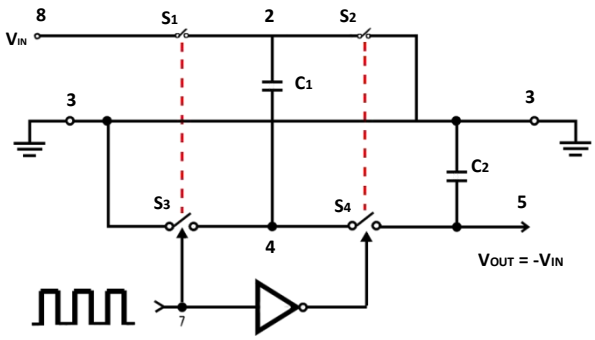
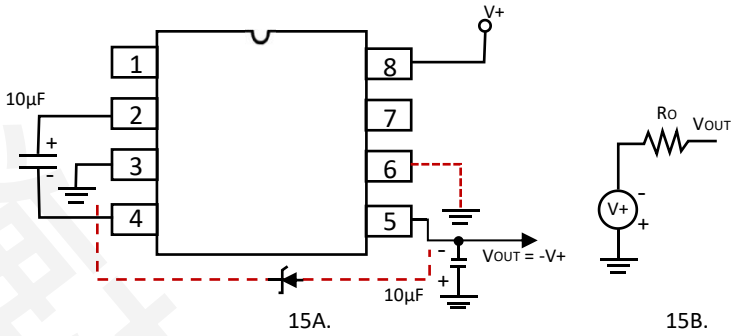
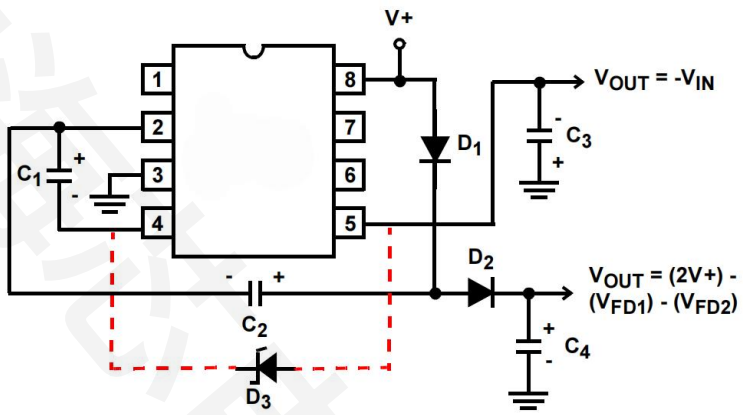
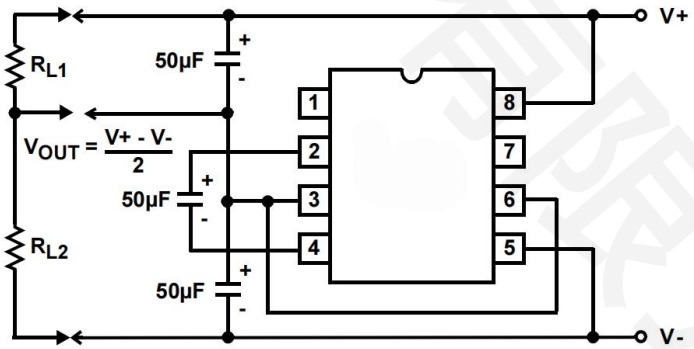

FIGURE 14. IDEALIZED NEGATIVE VOLTAGE CONVERTER
FIGURE 15. SIMPLE NEGATIVE CONVERTER AND ITS OUTPUT EQUIVALENT
FIGURE 19. COMBINED NEGATIVE VOLTAGE CONVERTER AND POSITIVE DOUBLER
FIGURE 20. SPLITTING A SUPPLY IN HALF
The ICL7660AIBAZA-T-HX contain all the necessary circuitry to complete a negative voltage converter, with the exception of two external capacitors, which may be inexpensive 10µF polarized electrolytic types. The mode of operation of the device may best be understood by considering Figure 14, which shows an idealized negative voltage converter. Capacitor C1 is charged to a voltage, V+, for the half cycle, when switches S1 and S3 are closed. (Note: Switches S2 and S4 are open during this half cycle). During the second half cycle of operation, switches S2and S4are closed, with S1 and S3 open, thereby shifting capacitor C1 to C2 such that the voltage on C2 is exactly V+, assuming ideal switches and no load on C2. The ICL7660AIBAZA-T-HX approach this ideal situation more closely than existing non-mechanical circuits.
In the ICL7660AIBAZA-T-HX, the four switches of Figure 14 are MOS power switches; S_1 is a P-Channel device; and S_2, S_3 and S_4 are N-Channel devices. The main difficulty with this approach is that in integrating the switches, the substrates of S_3 and S_4 must always remain reverse biased with respect to their sources, but not so much as to degrade their "ON"resistances. In addition, at circuit start-up, and under output short circuit conditions (V_{OUT} = V+), the output voltage must be sensed and the substrate bias adjusted accordingly. Failure to accomplish this would result in high power losses and probable device latch-up.
where V_1 and V_2 are the voltages on C_1 during the pump and transfer cycles. If the impedances of C_1 and C_2 are relatively high at the pump frequency (see Figure 14) compared to the value of RL, there will be a substantial difference in the voltages, V_1 and V_2. Therefore it is not only desirable to make C_2 as large as possible to eliminate output voltage ripple, but also to employ a correspondingly large value for C_1 in order to achieve maximum efficiency of operation.
The majority of applications will undoubtedly utilize the ICL7660AIBAZA-T-HX for generation of negative supply voltages. Figure 15 shows typical connections to provide a negative supply where a positive supply of +1.5V to +12V is available. Keep in mind that pin 6 (LV) is tied to the supply negative (GND) for supply voltage below 3.5V.
The output characteristics of the circuit in Figure 15 can be approximated by an ideal voltage source in series with aresistance as shown in Figure 15B. The voltage source has a value of -(V+). The output impedance (RO) is a function of the ON resistance of the internal MOS switches (shown in Figure 14), the switching frequency, the value of C1 and C2, and the ESR (equivalent series resistance) of C1 and C2. A good first order approximation for R O is shown in Equation 2:
Figure 19 combines the functions shown in Figure 15 and Figure 18 to provide negative voltage conversion and positive voltage doubling simultaneously. This approach would be suitable, for example, for generating +9V and -5V from an existing +5V supply. In this instance, capacitors C1 and C_3 perform the pump and reservoir functions, respectively, for negative voltage generation, while capacitors C2 and C4 are pump and reservoir, respectively, for the doubled positive voltage. There is a penalty in this configuration which combines both functions, however, in that the source impedances of the generated supplies will be somewhat higher, due to the finite impedance of the common charge pump driver at pin 2 of the device.
The bidirectional characteristics can also be used to split a high supply in half, as shown in Figure 20. The combined load will be evenly shared between the two sides, and a high value resistor to the LV pin ensures start-up. Because the switches share the load in parallel, the output impedance is much lower than in the standard circuits, and higher currents can be drawn from the device. By using this circuit, and then the circuit of Figure 15, +15V can be converted, via +7.5 and -7.5, to a nominal -15V, although with rather high series output resistance (~250Ω).